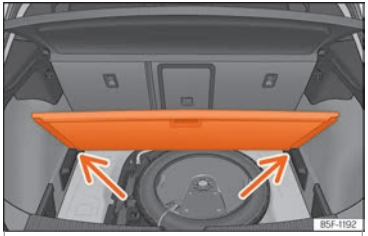

Abb. 130 Variabler Gepäckraumboden: geneigte Stellung.
- Legen Sie den Gepäckraumboden auf die dafür vorgesehenen Aufnahmen ››› **Abb. 130** (Pfeile).